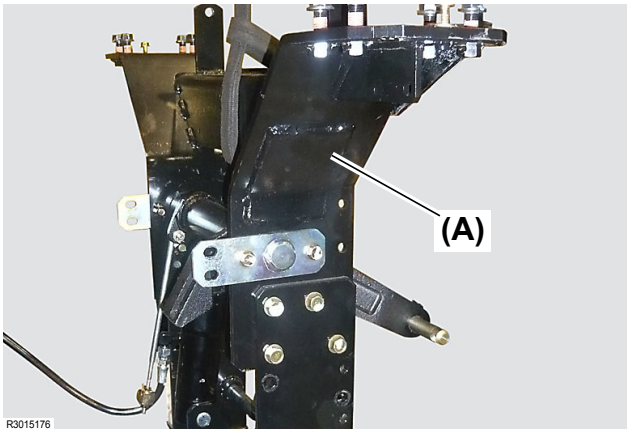

Fig. 9
7. Gradually separate the rear frame **(Fig. 9, 10, (A))**.